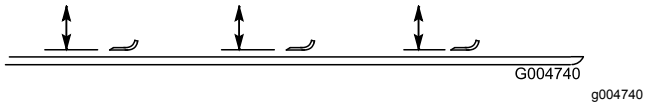

**Figuur 108**
2. Draai het mes totdat de uiteinden in de lengterichting liggen (Figuur 108). Meet de afstand vanaf de binnenkant van het maaidek tot de voorste snijrand van het mes. Noteer deze afstand.